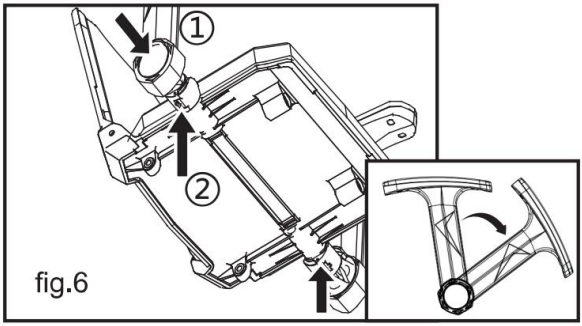

fig.6
* ① Następnie otwórz blokadę podłokietnika pod siedzeniem, włóż lewy i prawy podłokietnik do rurki podłokietnika i ② zablokuj go. (rys. 6), podłokietnik można regulować według własnych potrzeb.